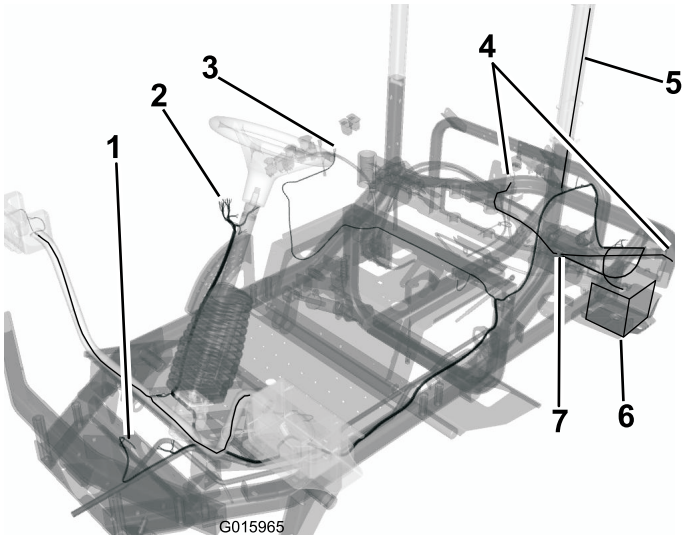

Figure 12
- Acheminez le faisceau jusqu'à l'avertisseur sonore et connectez les deux fils aux bornes (Figure 12).